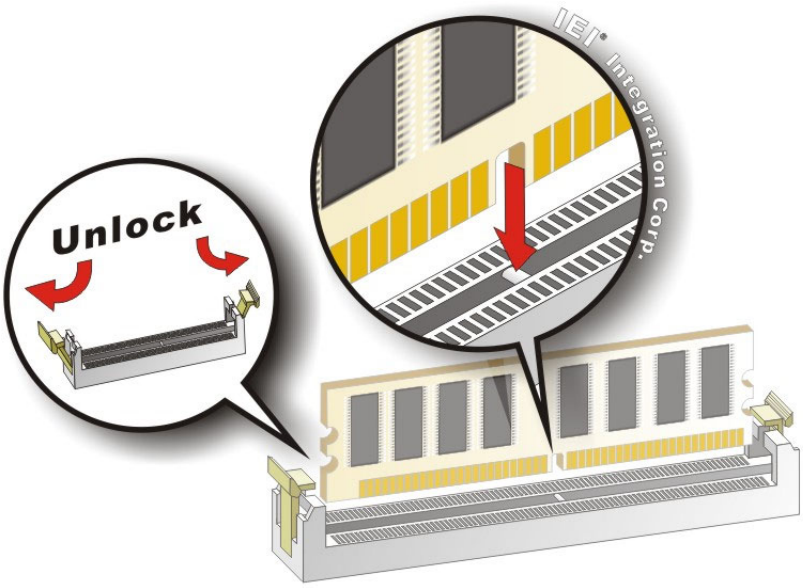

Figure 4-1: DIMM Installation
To install a DIMM, please follow the steps below and refer to **Figure 4-1**.
Step 1: **Open the DIMM socket handles**. Open the two handles outwards as far as they can. See **Figure 4-1**.
Step 2: **Align the DIMM with the socket**. Align the DIMM so the notch on the memory lines up with the notch on the memory socket. See **Figure 4-1**.
Step 3: **Insert the DIMM**. Once aligned, press down until the DIMM is properly seated. Clip the two handles into place. See **Figure 4-1**.